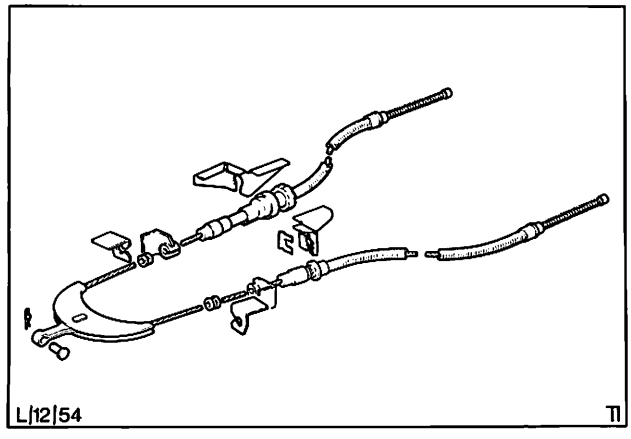

Abb. 14 Handbremsseil komplett
1. Auf richtige Verlegung der Handbremsseilzüge in den Führungen achten, Abb. 14.